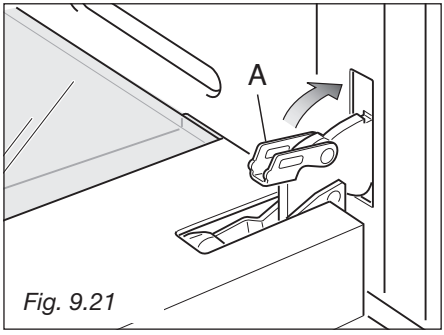

Fig. 9.21
4. Chiudere le leve **A** delle cerniere destra e sinistra (fig. 9.21).